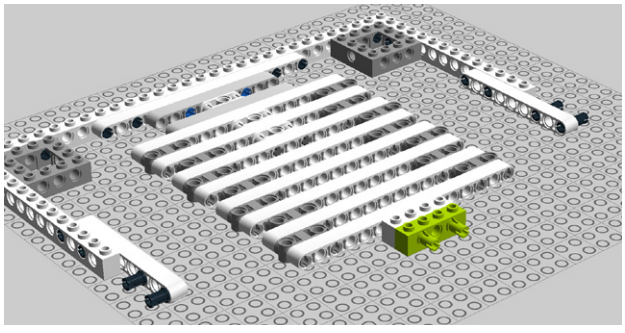

Figure 8-25. *Step 20: Adding a second brick with the help of two 3M pegs*
20. Secure another 4M Technic brick with two 3M connector pegs (Figure 8-25).